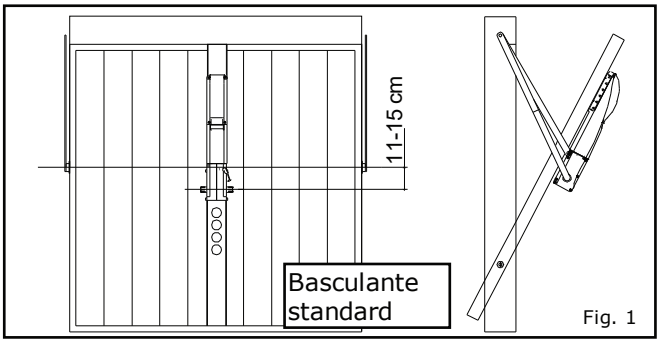

Fig. 1
b) Misurare la misura H della porta, facendo riferimento al tipo di basculante (Fig. 1 - 2 - 3 a lato)